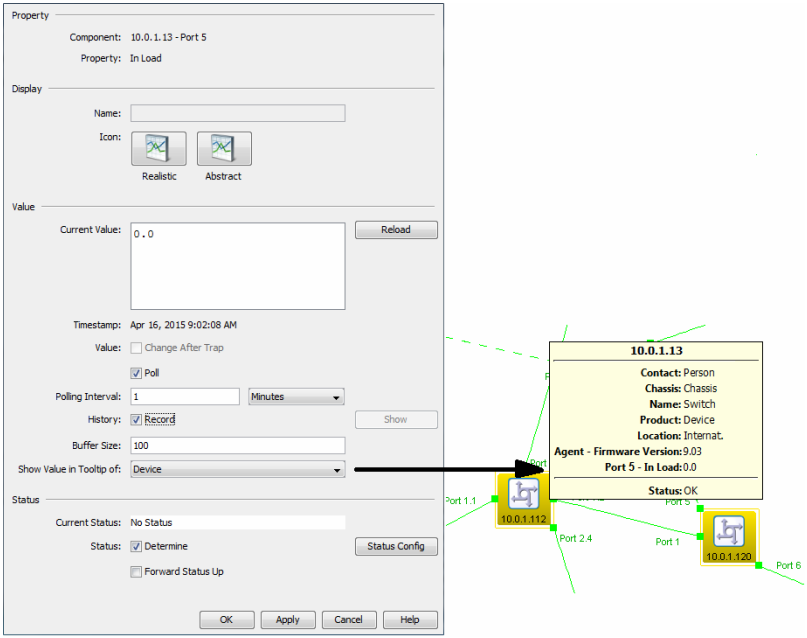

Figure 63: Detail properties
- To display this value in the bubble help of a higher-level component, select the component in the “Show Value in Tooltip of“ drop-down list (see figure 63).